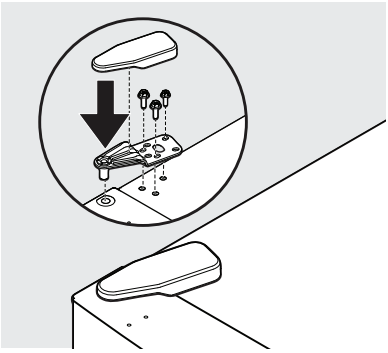

Figure 10
20. À l'aide d'un tournevis Phillips™ ou d'une clé de 5/16 po, fixez la charnière du haut avec les trois vis de 5/16 po. Remettez en place le couvercle de la charnière du haut (voir figure 10).